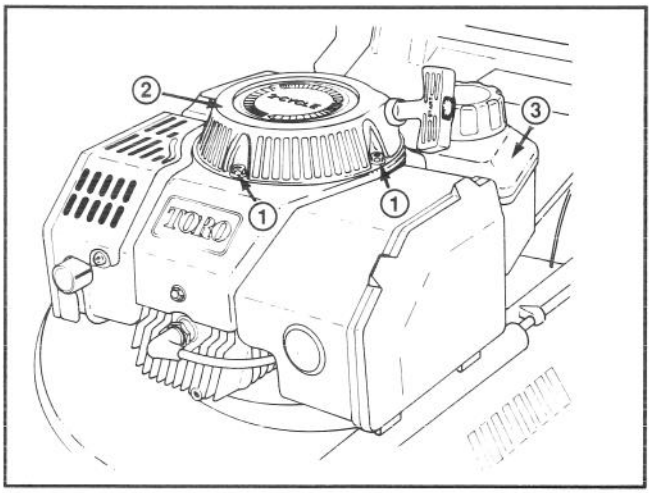

Figure 16
3. Remove gas tank by removing (4) capscrews securing recoil cover and gas tank in place (Fig. 16). Lift off recoil cover and move gas tank to left side of engine, allowing it to hang on its hose.